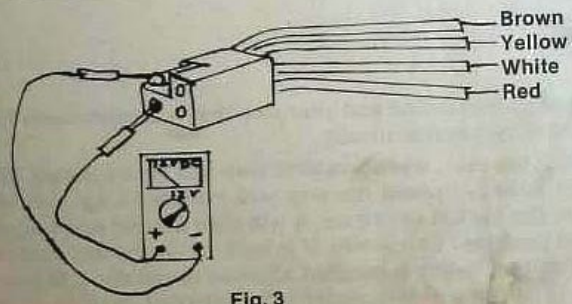

Fig. 3
3. To check door switch-check white wire to brown wire with Volt Meter. Reading should be about 12V DC with door open, and zero V DC with door closed. (Fig. 3)